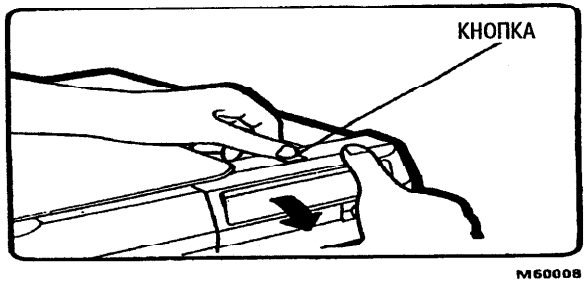

Рис. 3. Открывание передней крышки
1. (Рис. 3): Освободите стопор крышки оригинала, продвиньте стекло оригинала влево. Нажмите кнопку, чтобы открыть переднюю крышку.